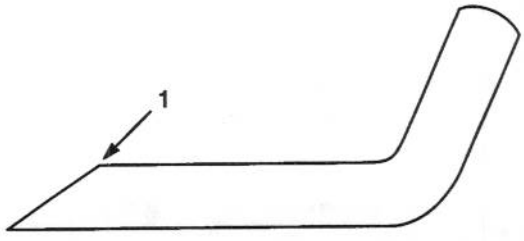

Figure 17
3. Examiner l'état des tranchants de toutes les lames. Les affûter s'ils sont émoussés ou ébréchés. Affûter seulement la face supérieure du tranchant et conserver l'angle de coupe d'origine pour obtenir une coupe nette (Fig. 17). La lame reste équilibrée si les deux tranchants sont affûtés de la même manière.